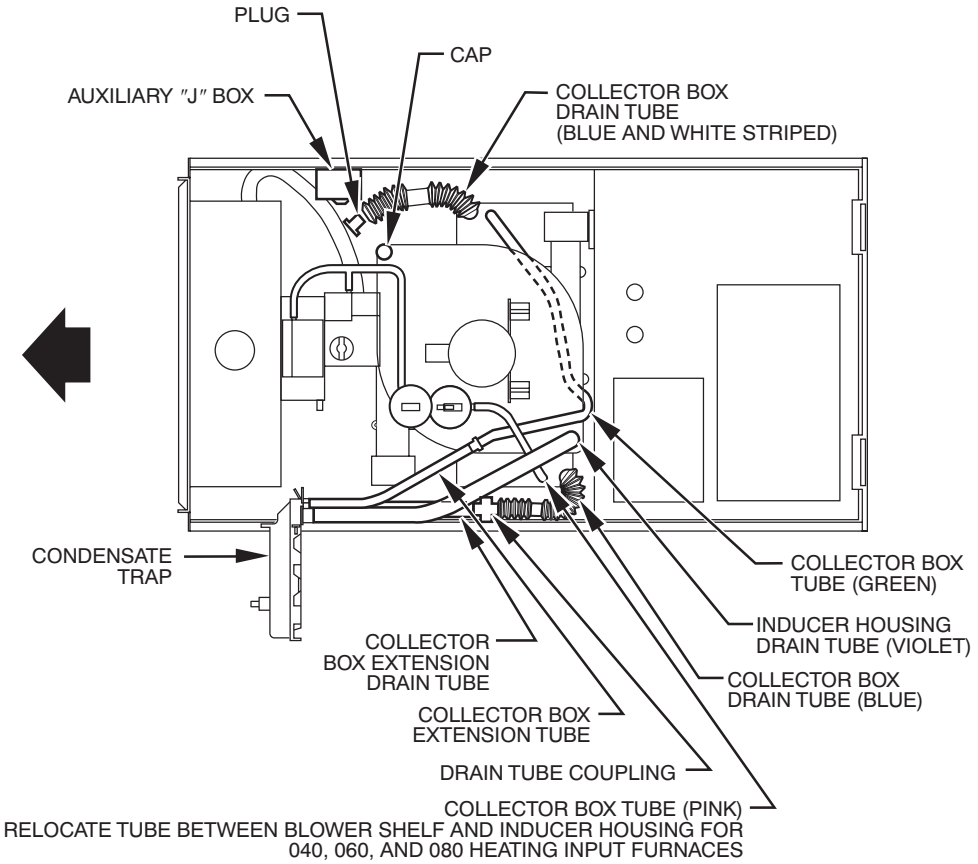

**Fig. 10 - Horizontal Left Tube Configuration**
**NOTE**: See Fig. 10 or tube routing label on main furnace door to check for proper connections.